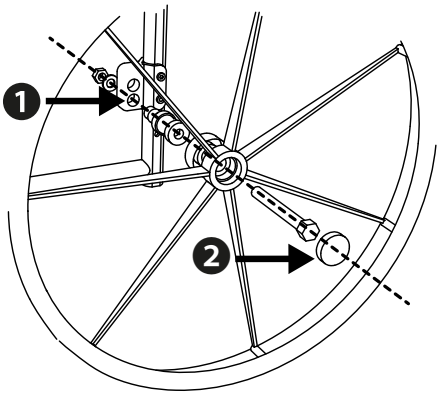

fig.3
2. Inserte las ruedas motrices con el eje pasante de fuera hacia dentro en el orificio inferior de la placa adaptadora de la rueda trasera (1, fig. 3).
3. Por último, vuelva a atornillar las tapas del eje pasante (2, fig. 3).